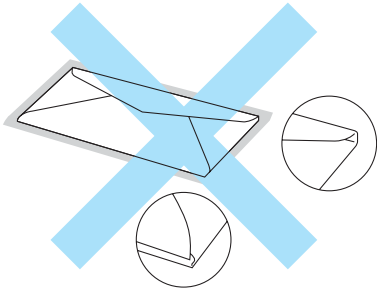

Abbildung 1-9
- Umschläge, bei denen jede Seite wie in Abbildung 1-9 gefaltet ist